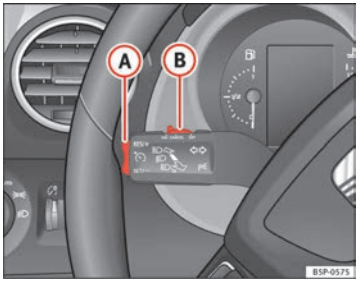

Fig. 152 Turn signal and main beam headlight lever: switch and rocker switch for the cruise control
– Press the upper part **RES/+** of the rocker switch ⇒ fig. 152 (A) to increase the speed. The vehicle will continue to accelerate as long as you keep the rocker switch pressed. When you release the switch, the new speed is stored.
Cruise control is switched off if you reduce speed by depressing the brake pedal. You can reactivate the control by pressing once on the upper part of the rocker switch **RES/+** ⇒ page 193, fig. 152 (A).